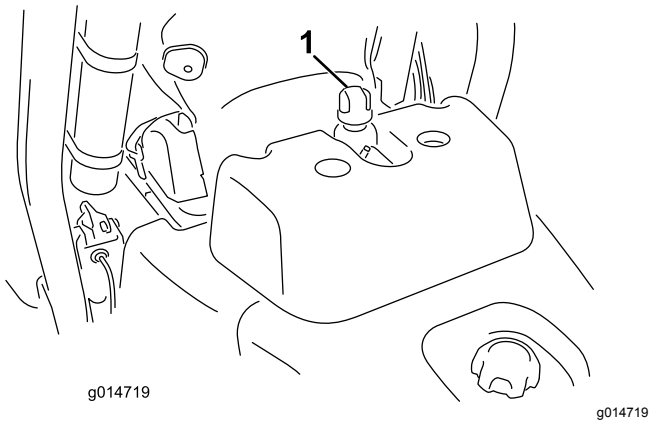

Рисунок 29
2. Снимите крышку с бака (Рисунок 29).